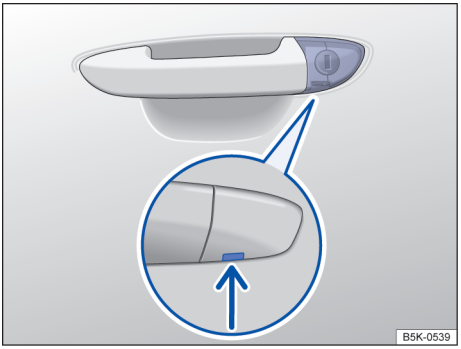

Fig. 54 Maçaneta da porta do condutor: cilindro da fechadura coberto. ▶
– Inserir a haste da chave por baixo na abertura da capa de cobertura → Fig. 54 (seta).